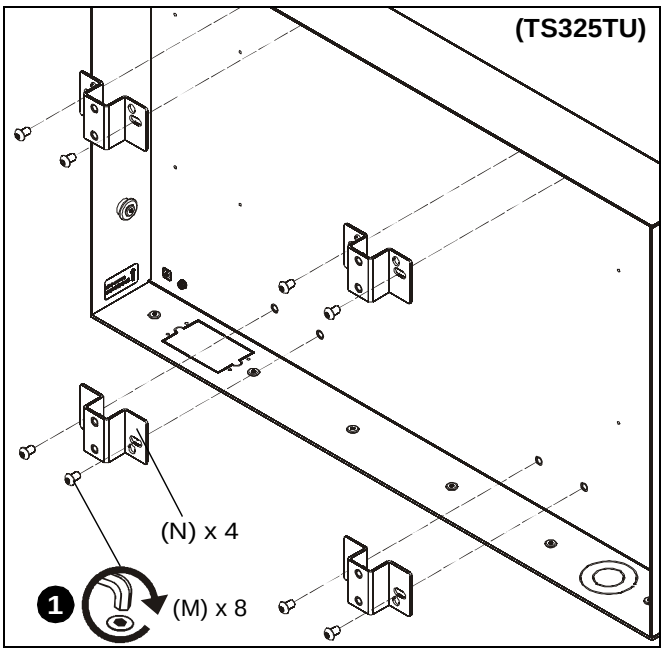
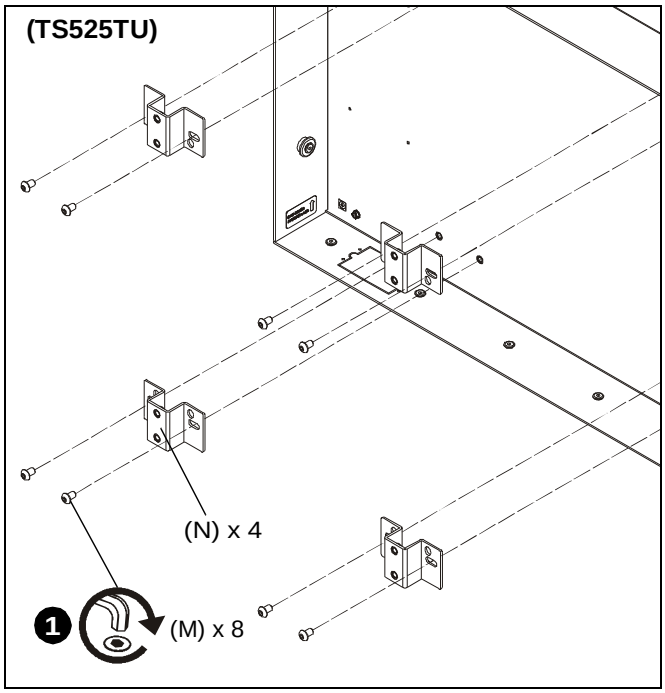

Figure 7
Figure 8
1. Use eight 5/16-18 x 1/2” button head cap screws (M) to attach four attachment brackets (N) to the TA500 (A). (See Figure 7) and (See Figure 8)